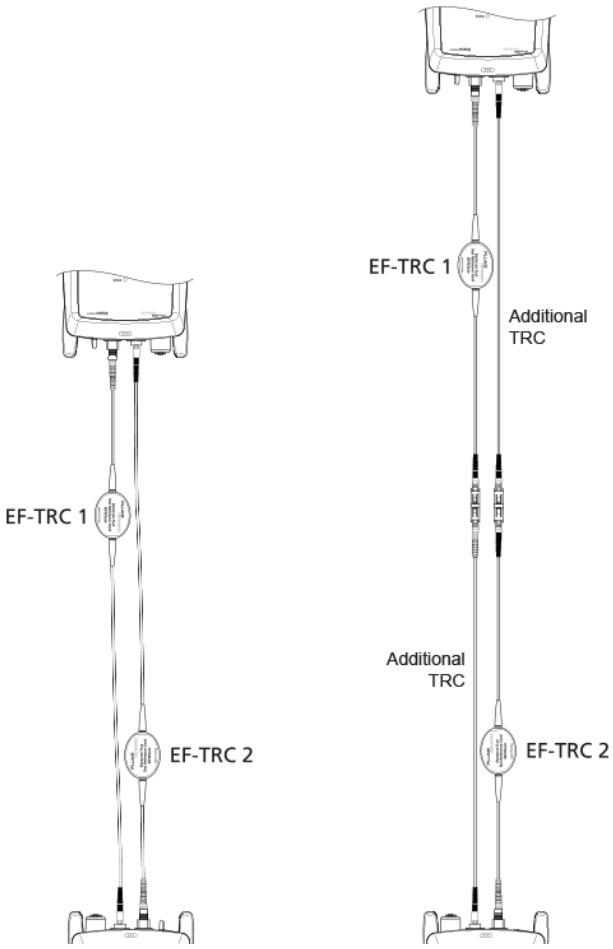

Abbildung 3. Referenz- und TRC-Messanschlüsse für Smart Remote-Modus
- Make the connections to set the reference, as shown on the screen and in Figure 3, then tap **NEXT** to see the completed connections.
2. Trennen Sie die Referenztestkabel von den INPUT-Ports an Tester und Remote, dann verwenden Sie Referenztestkabel und Adapter, um die Verbindungen zur Überprüfung der TRC zu erstellen, wie auf dem Bildschirm und in Abbildung 3 gezeigt.